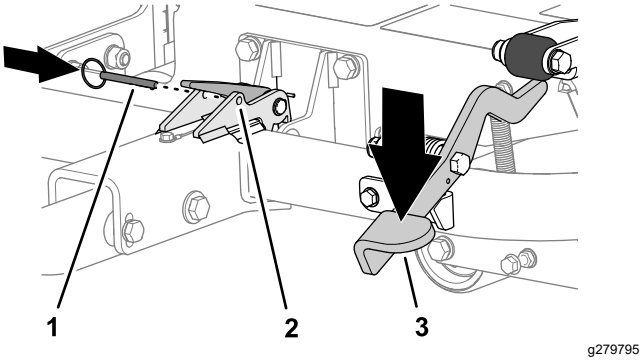

**Рисунок 19**
3. Нажимайте на педаль сцепки, пока сцепка не зафиксируется на месте (Рисунок 19).
4. Вставьте стопорный штифт в отверстия защелки (Рисунок 19).